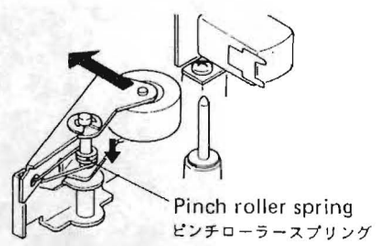

Fig. 5-5
5. If the pinch roller spring (Fig. 5-5) was replaced for repair, always position the spring around the lower half of the spring shaft as shown in Fig. 5-5.